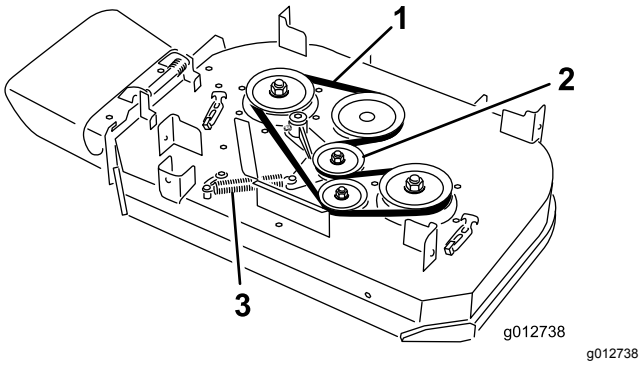

**Figur 64**
4. Fjern fjederen fra ankerpinden på styreremskivens arm (Figur 64).
5. Fjern den slidte plæneklipperrem (Figur 64).
6. Monter den nye plæneklipperrem omkring koblingsremskiven, skjoldets remskiver og styreremskiven (Figur 64).
7. Monter fjederen på ankerpinden på styreremskivens arm (Figur 64).